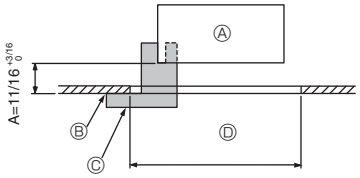

Fig. 9-2
①	Grille	1	950 × 950 (mm), 37-3/8 × 37-3/8 (inch)
②	Installation gauge	1	(Divided into 4 parts)
③	Screw (4 × 16)	1	For **TPLA0A.1EA80∗**
④	i-see Sensor corner panel	1	For **TPLA0A.1EA80∗**
9.2. Preparing to attach the grille (Fig. 9-2)
- With the gauge ② supplied with this kit, adjust and check the positioning of the main unit relative to the ceiling surface. If the main unit is not properly positioned relative to the ceiling surface, it may allow air leaks or cause condensation to collect.